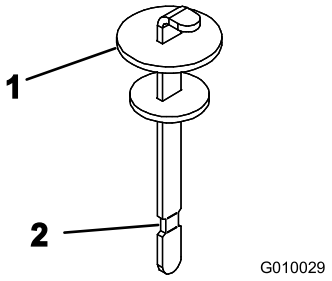

Figur 20
4. Fjern peilestaven fra påfyllingshalsen, og tørk av den med en ren fille. Før peilestaven ned i påfyllingshalsen før du tar den ut og kontroller oljenivået. Oljenivået må nå opp til merket på peilestaven (Figur 20).